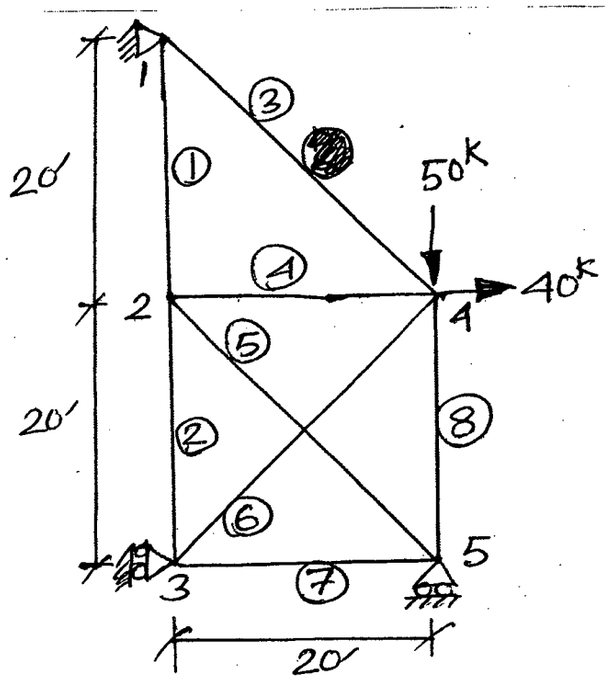

Fig. 7
5. For the plane truss in Fig. 7, determine the nodal coordinate matrix, member connectivity matrix, combined load matrix, member stiffness matrix and global stiffness matrix. **(46⅔)**